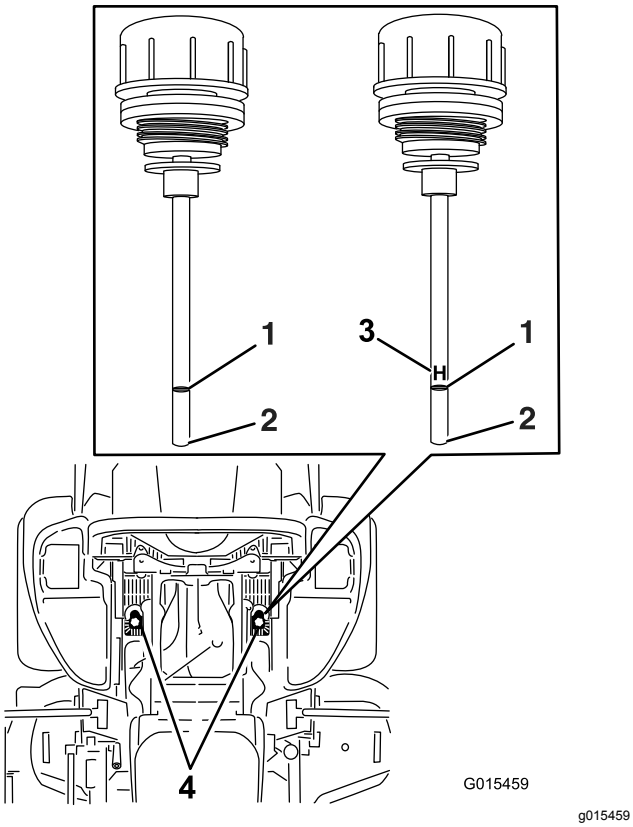

Figure 103
5. Nettoyez la surface autour des jauges des réservoirs du système hydraulique (Figure 103).
6. Sortez une jauge du réservoir hydraulique (Figure 103).
8. Ressortez la jauge et examinez son extrémité (Figure 103).